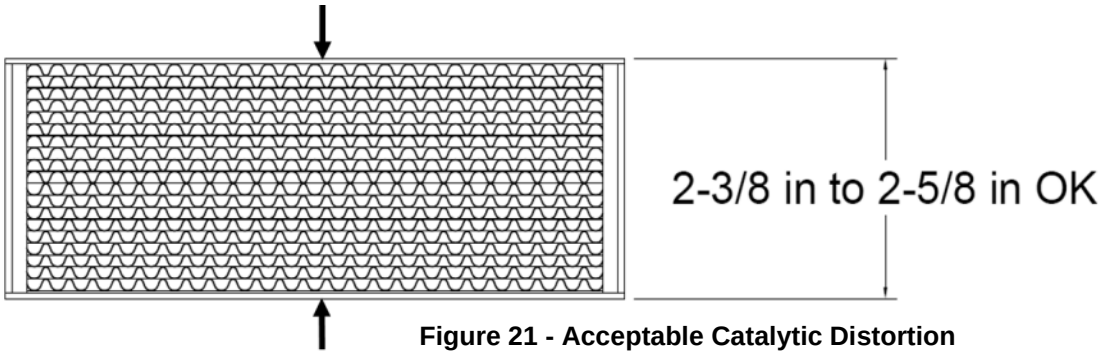

Figure 21 - Acceptable Catalytic Distortion
9. Some warping or bowing of the catalysts over time is acceptable, as long as the catalyst gasket continues to seal. Measure the catalysts in the middle section – if the dimensions are outside the range shown in Figure 21, replace the catalysts.